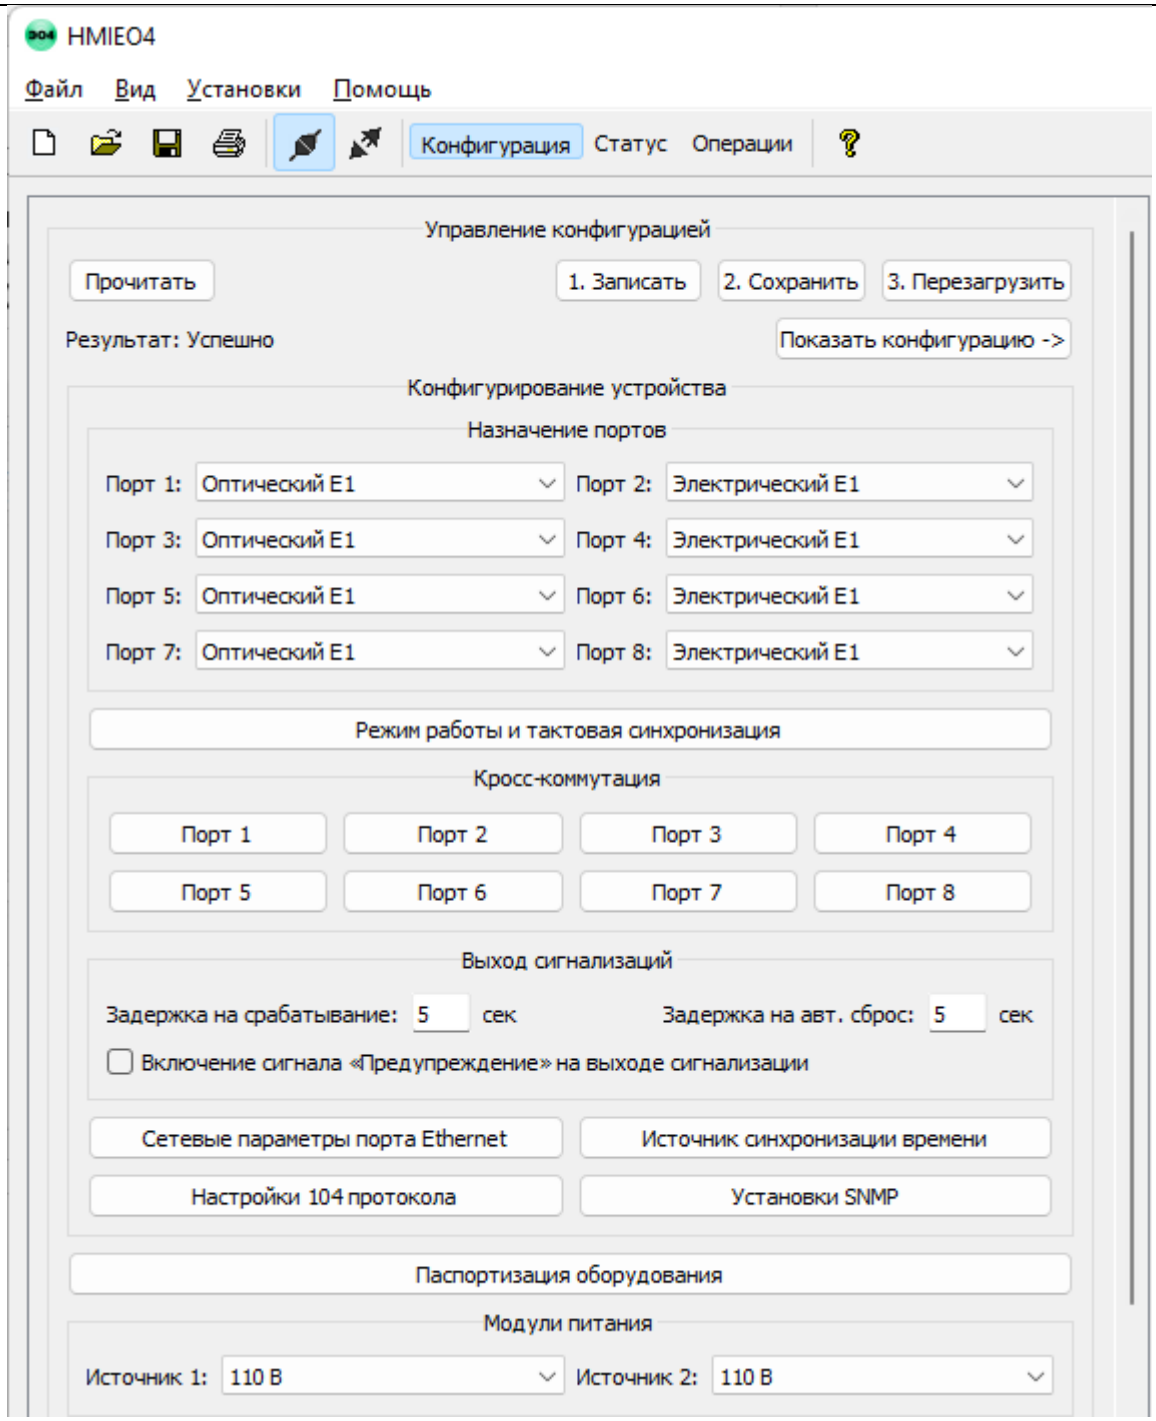

Рис. 7 Вид «Конфигурация»
- При выборе работы с подключением в окне «Добро пожаловать», после подключения вы также окажитесь на странице вида «Конфигурация» (Рис. 7).